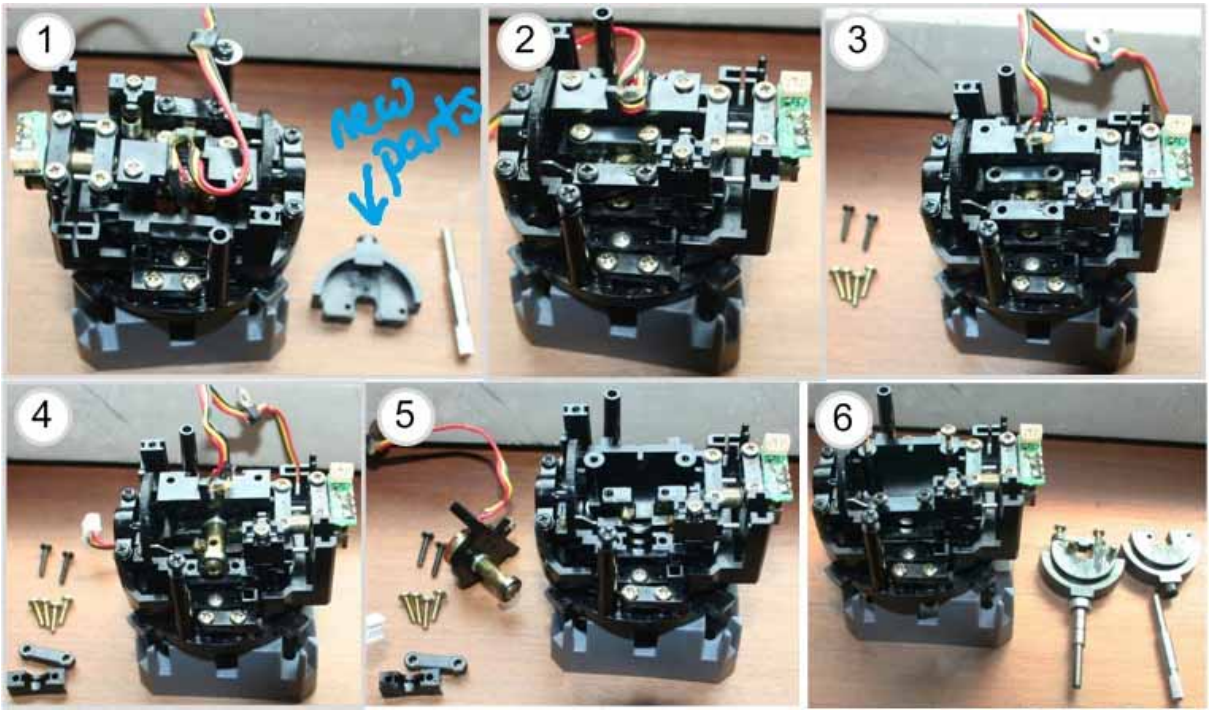

Figure 15 Disassemble the horizontal axis POT and joystick (new joystick parts in 1 & 6)
3. Remove the retainers for horizontal axis and remove both the pot and the joystick (see Figure 15).